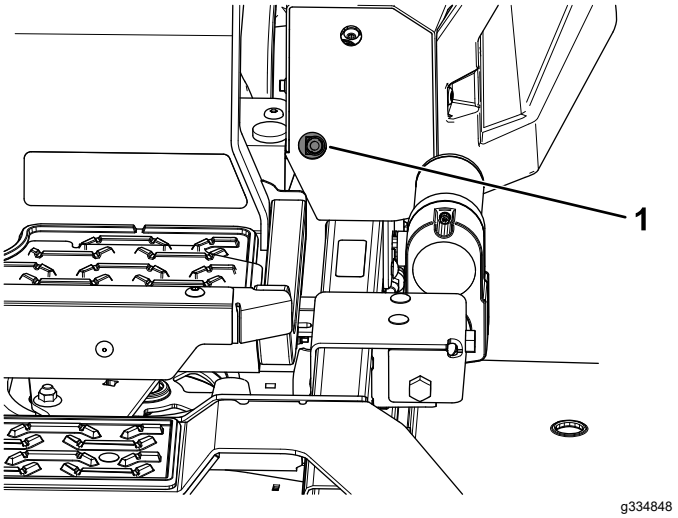
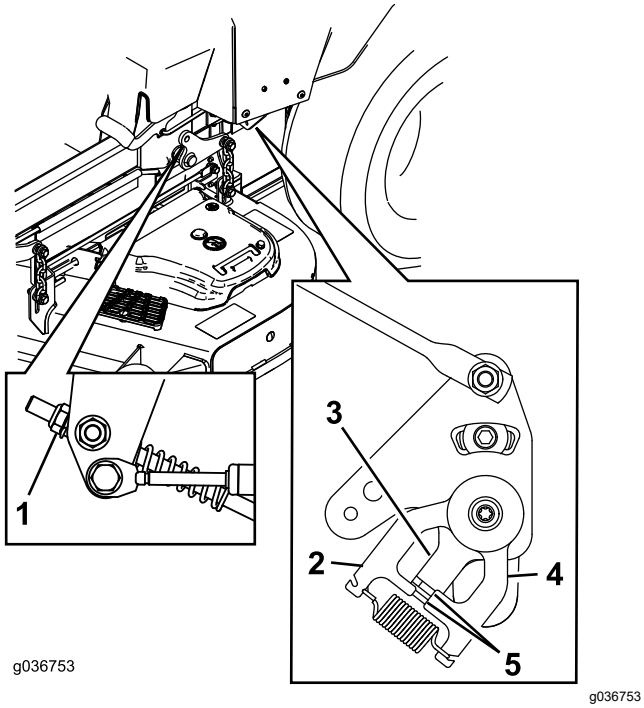

Figuur 65
Figuur 66
11. Pas de lengte van de pompbedieningsstang aan door de moer in de juiste richting te draaien tot de wielen lichtjes gaan kruipen in de achteruitstand (Figuur 65 en Figuur 66).